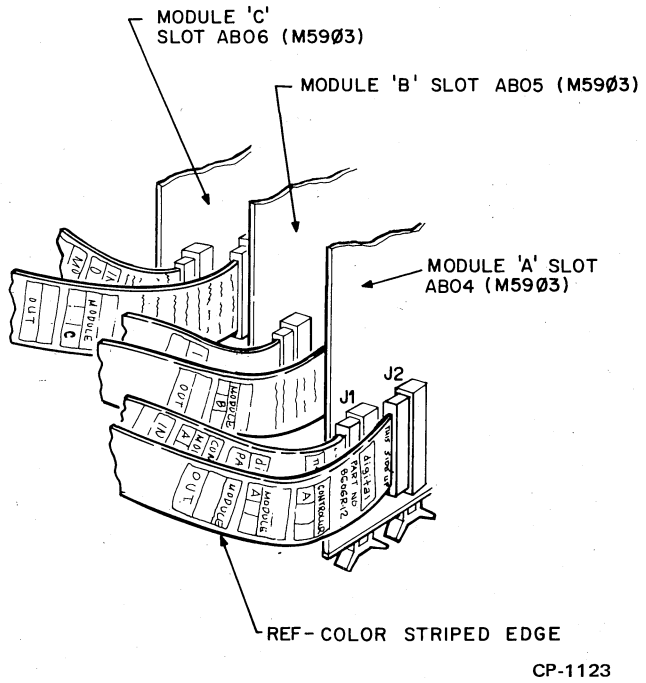

Figure 5-2 MASSBUS Cable Installation (Middle of Bus)
6. Remove the M5903 modules from slots AB04, 05, and 06 and attach the preconfigured MASSBUS cable as shown in Figures 5-2 and 5-3.
9. Reassemble the M5903 modules in the logic rack as noted in Figure 5-2. When replacing cable clamps at the rear of power supply/control assembly, ensure that sufficient cable is left inside the drive so that the logic rack can be fully extended on its slides without pulling on the MASSBUS cable.